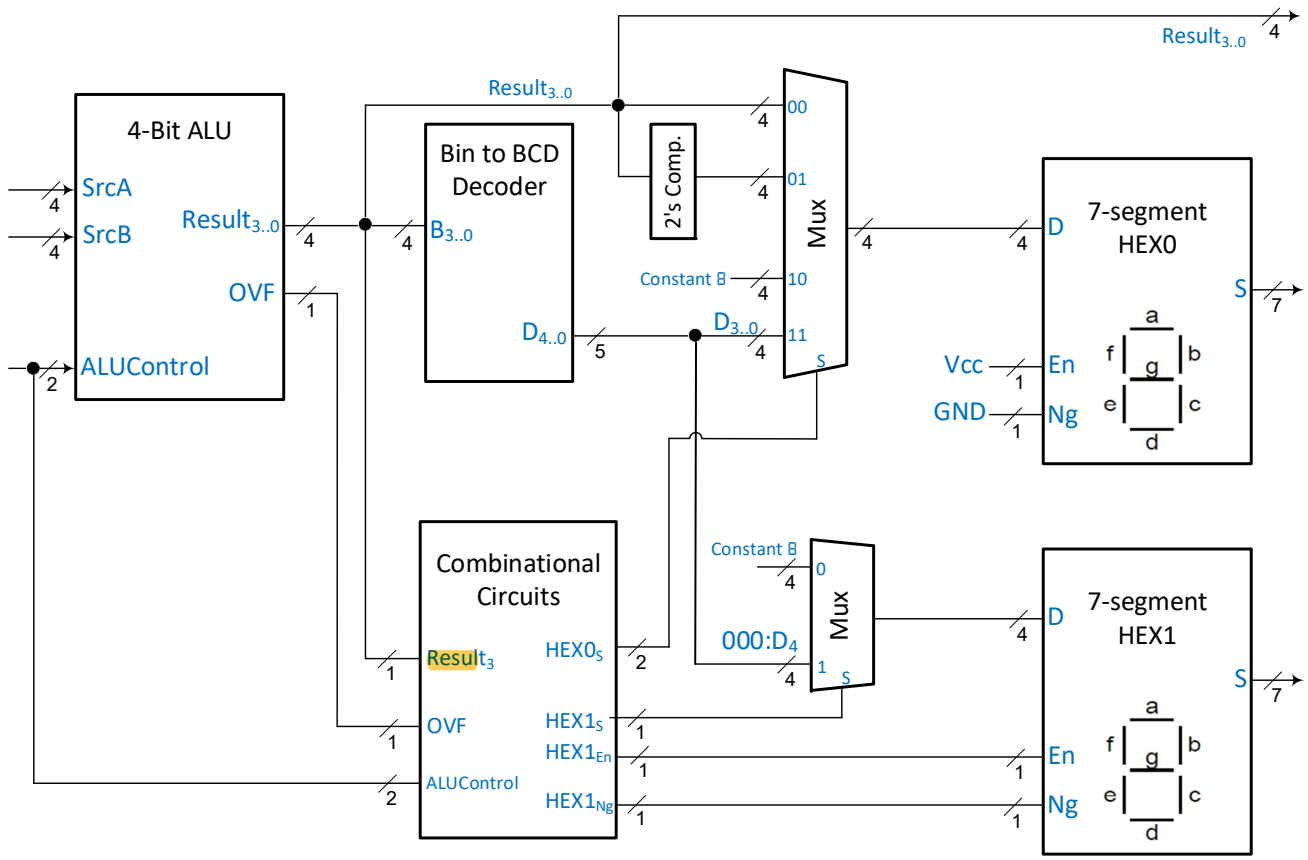

Figure 11: Block diagram of the 4-bit ALU and 7 Segments
d) Figure 11 below shows how you need to connect the above modules together, where: